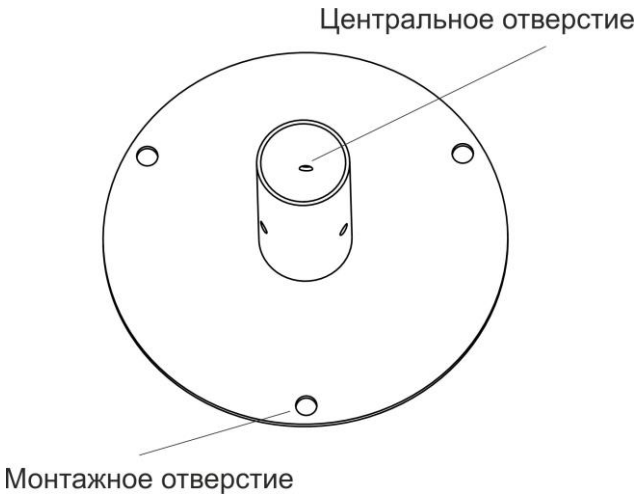

Рисунок 3. Монтажные отверстия в основании
1. Установить основание на нужное место с помощью 3-х анкерных болтов М10 через 3 монтажные отверстия, предварительно пропустив провода линии связи через центральное отверстие (см. рис.3).